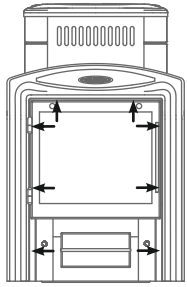

Рисунок 7. Места установки саморезов
1. открутить саморезы 8 шт., которыми прикрепляется рамка с дверцей к топливному каналу, и снять ее (см. рисунок 7);